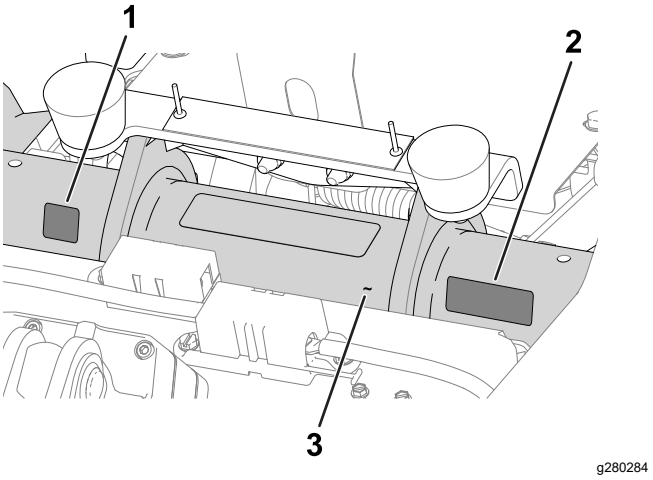

Figur 16
- **Dekal med uppgift om tillverkningsår** och **CE-/UKCA-dekal**: fäst dekalerna på ramröret under sätet och på serienummerplåten. Se Figur 16.